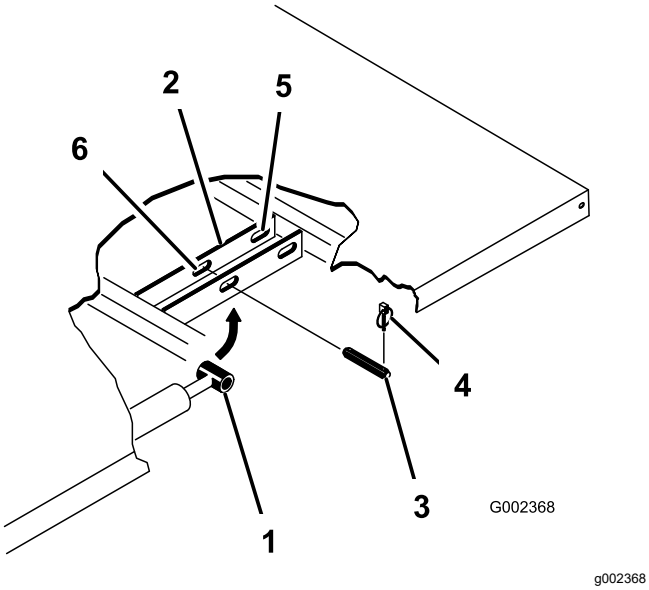

Figur 33
3. Fjern ringstiften fra den ytre enden av splittpinnene (Figur 33) på sylinderstaget.
4. Fjern splittpinnene som fester sylinderstaget til planmonteringsplatene, ved å skyve pinnene innover (Figur 33).
5. Fjern orepinnene og splittpinnene som fester svingbrakettene til rammen (Figur 33).